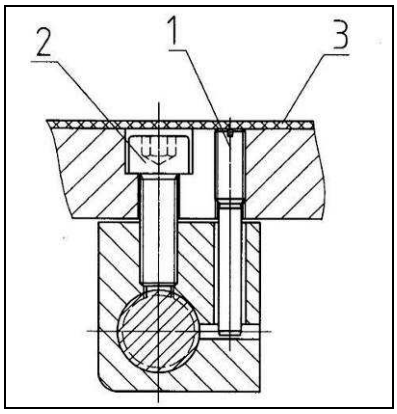

Рис.22
- снимите защитный кожух (3, Рис.22).
- ослабьте установочный винт (1) ходовой гайки поперечного суппорта.
- затяните винт с внутренним шестигранником (2) до упора.